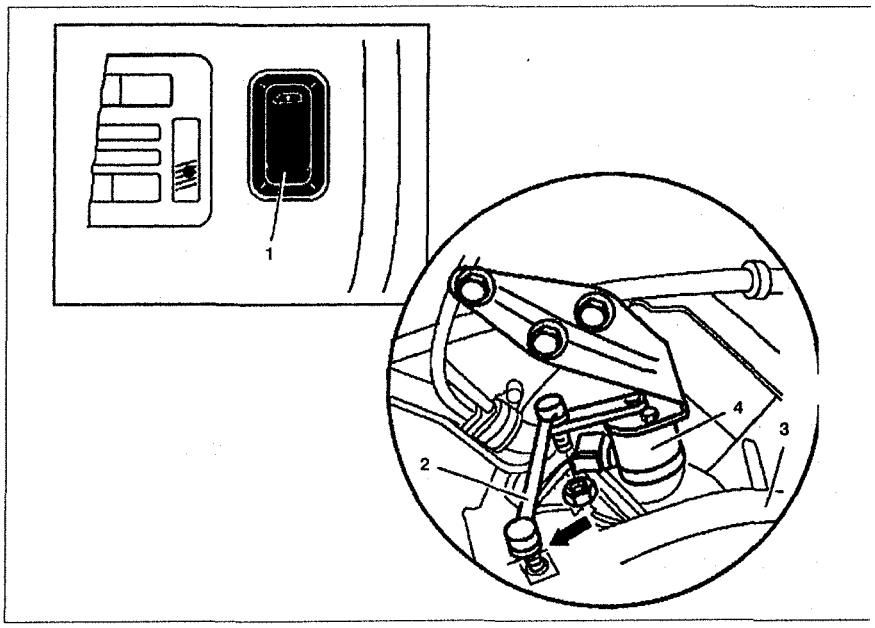

Рис. 7.21. Регулировочный рычаг датчика высоты подъема:
1. Установите автомобиль в "Сервисный режим" (только на автомобилях с пнемоподвеской). Нажмите кнопку **1** снизу примерно на 2 секунды перед подъемом (см.рис.7.21).